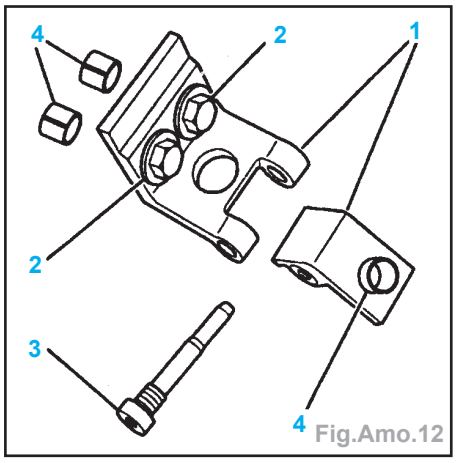

Fig.Amo.12
- Serrer sans bloquer les vis (**2**) (Fig. Amo.12).
Nota : En cas de difficultés de mise en place, déposer les pions de centrage (4) de pied et éventuellement celui de la porte (Fig.Amo.12).